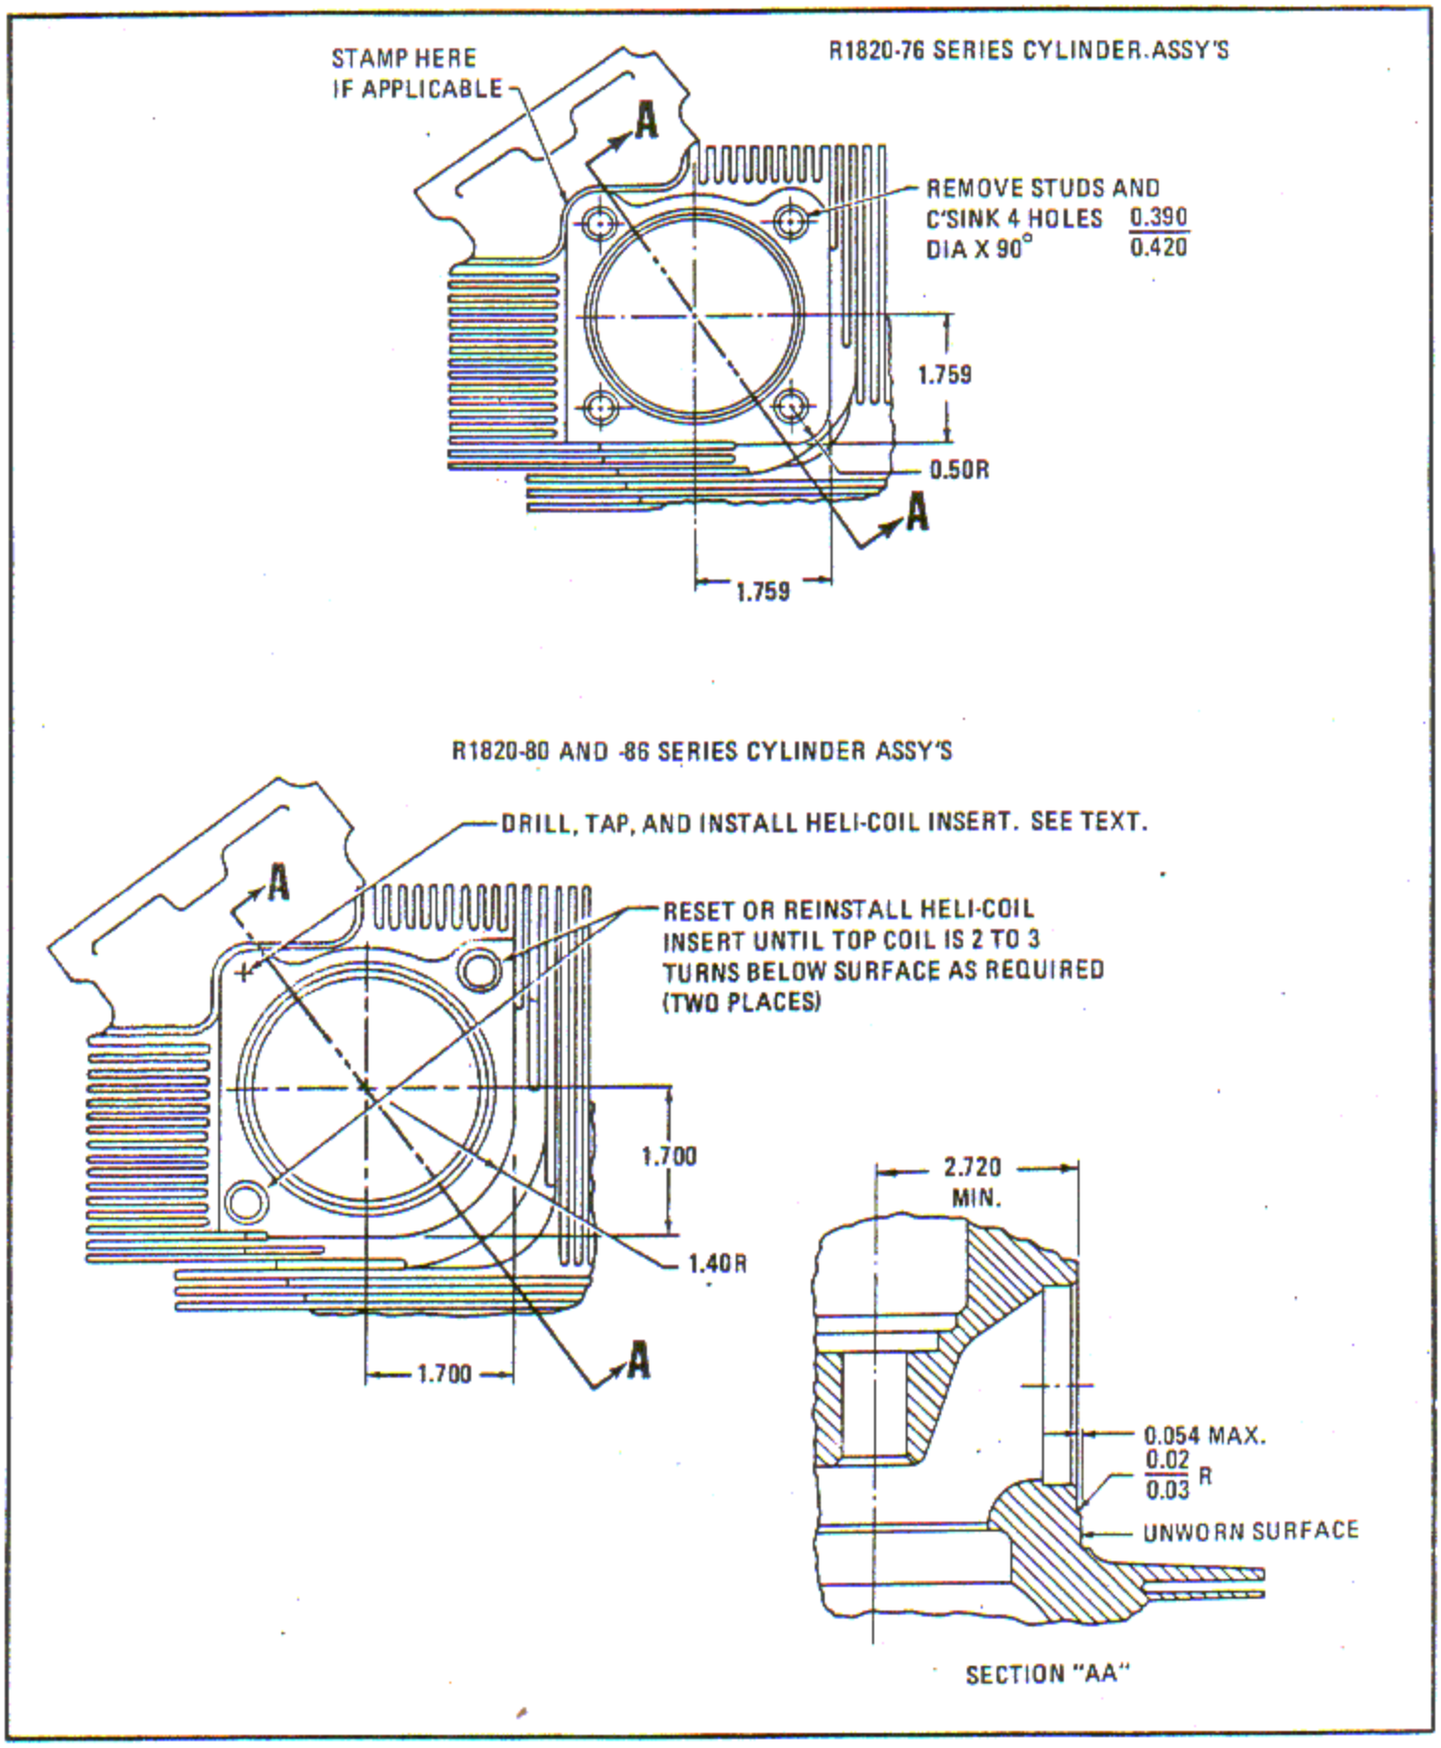

Figure 6-177. Resurfacing Exhaust Port Pad
a. Resurface the pad to the dimensions shown, removing only the minimum amount of material to provide an essentially true surface. See figure 6-177.
a. Attach drill jig to the exhaust port pad with exhaust pipe connection attaching screws. Locate the third hole in the jig on the top left side of the port (cylinder viewed from the rear). See figure 6-177.